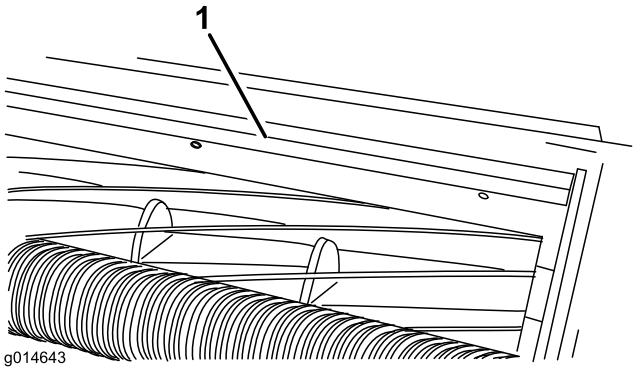

Figuur 17
1. Draai de schroeven los waarmee de bovenste balk (Figuur 17) aan het maaidek is bevestigd.